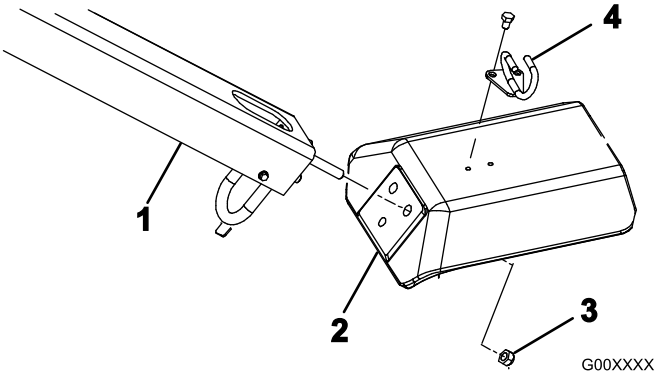

Figuur 4
2. Steek de montagetapeinden in de gaten in de vork (Figuur 4).
3. Bevestig de tapeinden aan de vork met 3 borgmoeren (1/2 inch) (Figuur 4)
5. Monteer de kabelgeleider aan de bovenzijde van de vork met 2 bouten (5/16 x 1/2 inch) (Figuur 4).